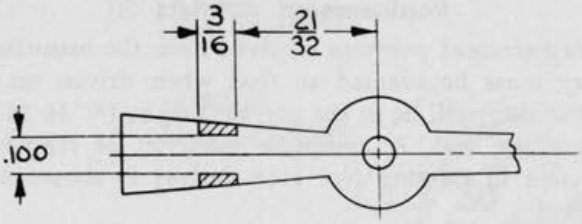

Figure 27
2. Modify the 8½" gauge pointer as shown in Figure 27 drawing. No modifications are required of 4½" and 6" sizes.
1. Modify the 8½" pointer per directions in Figure 27. No modifications are required of 4½" and 6" sizes.